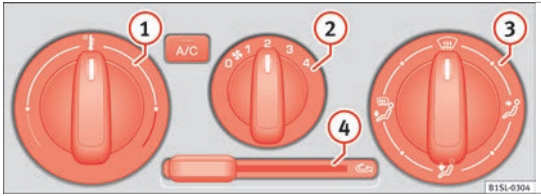

Fig. 140 In the centre console: air conditioning system controls
Switching on: Move the sliding control ››› Fig. 140 (4) to the right to maximum.
Switching off: Move the sliding control ››› Fig. 140 (4) to the left to maximum.